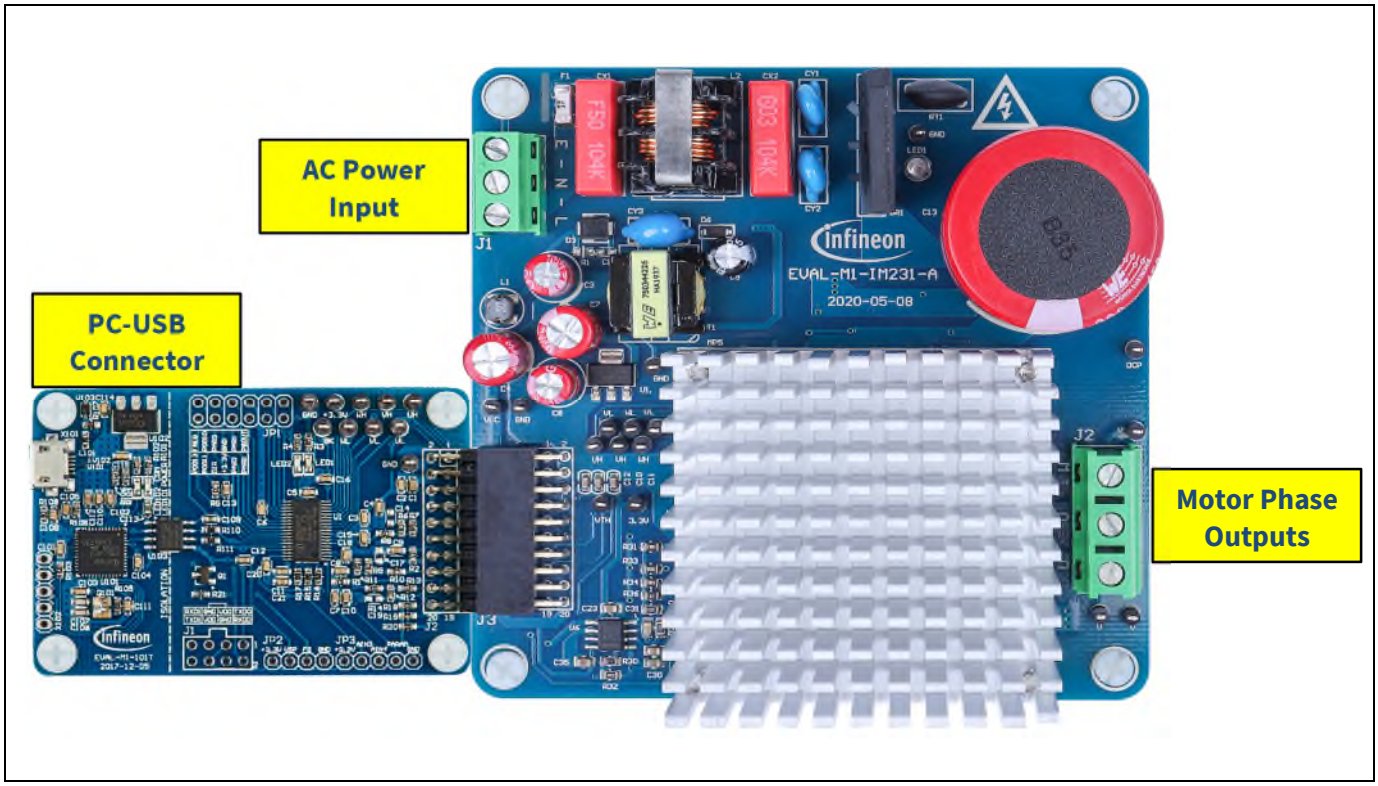

Figure 4 System connection example using EVAL-M1-101T and EVAL-M1-IM231-A
3. Connect EVAL-M1-101T’s M1 20-pin interface connector (J2) to power board (For example EVAL-M1-IM231-A, see Figure 4).